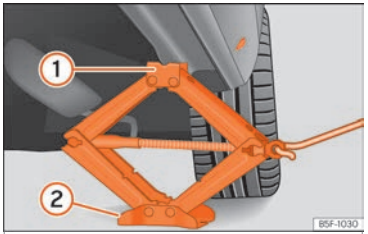

Fig. 77 Larguero: colocación del gato del vehículo.
- Gire la manivela del gato*, situado bajo el punto de apoyo del larguero, para elevarlo hasta que la pestaña ① ››› fig. 77 quede situada bajo el alojamiento previsto.
- Alinee el gato* de modo que la pestaña ① "agarre" en el alojamiento previsto del larguero y la placa base móvil ② quede apoyada en el suelo. La placa base ② debe caer en la vertical respecto al punto de apoyo ①.